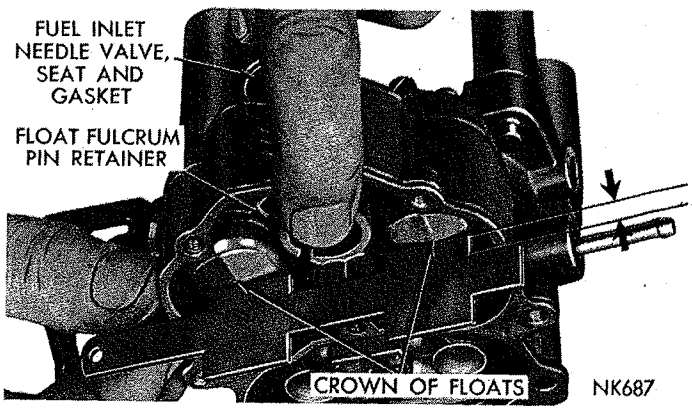

***Fig. 11—Checking the Float Setting***
(1) Install floats with the fulcrum pin and pin retainer in the main body.
(2) Install needle, seat and gasket in the body and tighten securely.
(3) Invert main body (catch the pump intake check ball) so that weight of floats **only,** is forcing needle against seat. Hold finger against retainer to fully seat fulcrum pin.
(4) Using Tool T109-282 or a "T" scale, check the float, as shown in (Fig. 11). There should be ¼ inch from surface of fuel bowl to crown of each float at the center.